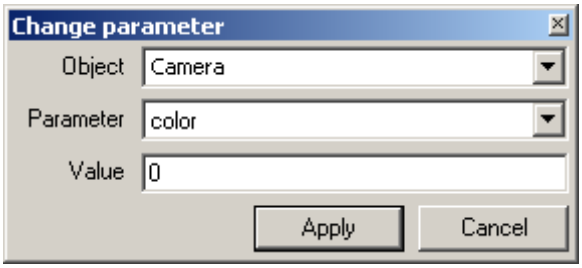

Figure 11.2-8 Changing the “color” parameter for the “Camera” object
2. Fill in the fileds in the “Change parameter” box as shown in the figure (Figure 11.2-8).